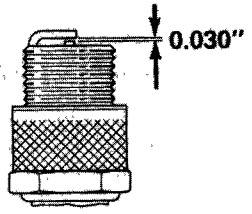

Figure 36
3. Set air gap between electrodes at 0.030 of an inch (Fig. 36). Next, install correctly gapped spark plug with gasket seal and tighten plug to 15 ft-lb. If torque wrench is not used, tighten plug firmly.